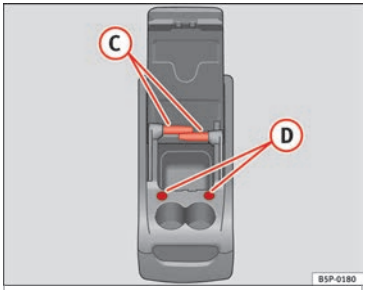

Fig. 92 Mobile storage compartment. Functions.
To use the table (C) ››› **Fig. 92**, it must be removed from its compartment in the side of the mobile storage compartment and fitted into slot (D) ››› **Fig. 92** on the front section of the mobile storage compartment.